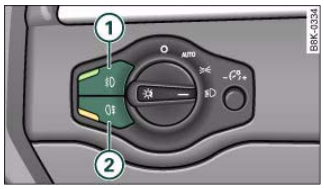

Fig. 51 Switch for front fog lights
– Press button ① ⇒ fig. 51 to switch on the front fog lights.
– Press button ② to switch on the rear fog lights.